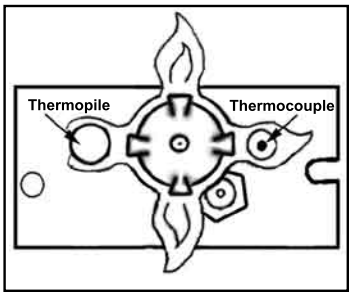

Figure 46. Pilot Flame
1. Turn off the gas to the fireplace. **If not recently done, remove the glass and let the unit air out for at least five (5) minutes to clear out any gas.** Turn on gas to the heater. Leak test all joints with soapy water. **NEVER USE OPEN FLAME FOR LEAK TESTING.**
2. Start the pilot by pressing the gas control knob and turning it to PILOT. While holding the gas control knob in, press the piezo ignitor several times until the pilot light starts. Hold the gas control knob in for 30 seconds. Check that the pilot has fully engulfed the thermocouple assembly (see Figure 46).